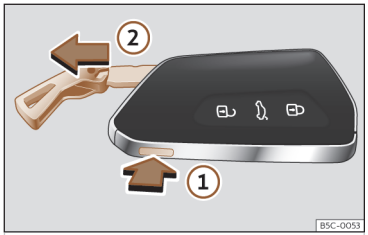

Fig. 65 Llave del vehículo: extraer el espadín.
- Pulse el botón ››› fig. 65 ① para hacer salir la argolla a modo de llavero y poder extraer el espadín ②. Si presiona ligeramente sobre la argolla, esta se quedará fija a modo de llavero.
- Pulse el botón ››› fig. 65 ① para desbloquear. Mantenga pulsado el botón ① y al mismo tiempo tire de la argolla en la dirección de la flecha ››› fig. 65 ② para extraer completamente el espadín.